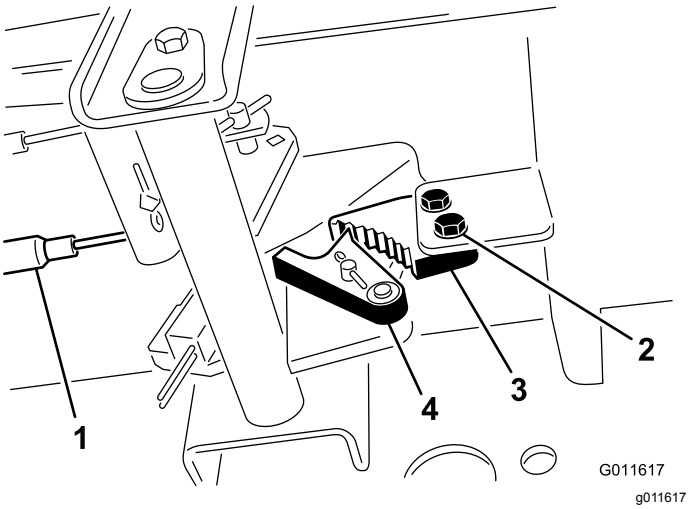

Figur 86
1. Løsn de to skruer, der fastholder parkeringsbremsepedalen på stellet (Figur 86).
2. Tryk parkeringsbremsepedalen frem, indtil parkeringsbremselåsen kobler helt ind på bremsepedalen (Figur 86).